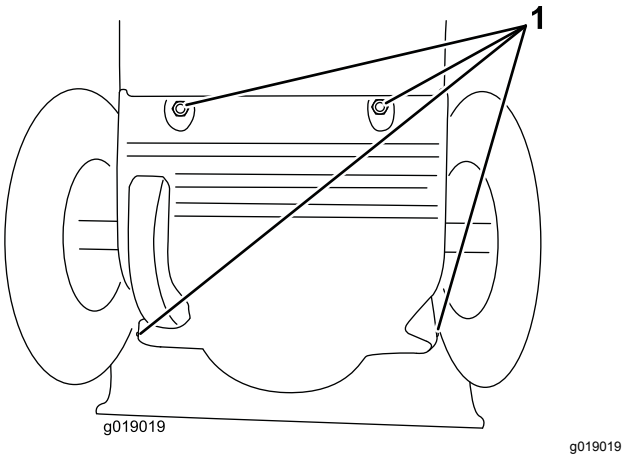

Rysunek 34
3. Zdejmij pokrywę tylną (Rysunek 34).